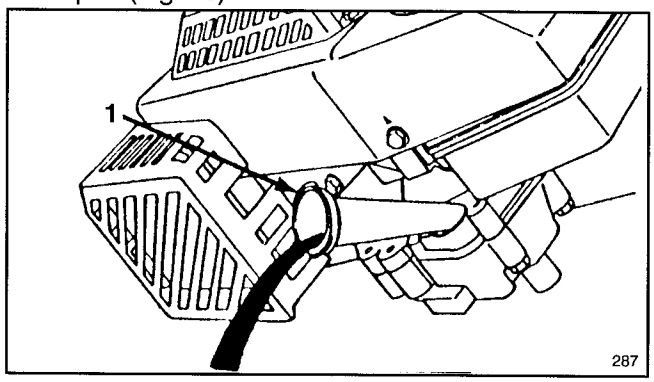

Figure 16
5. Tip mower on its left side, allowing oil to drain into drain pan (Fig. 16).